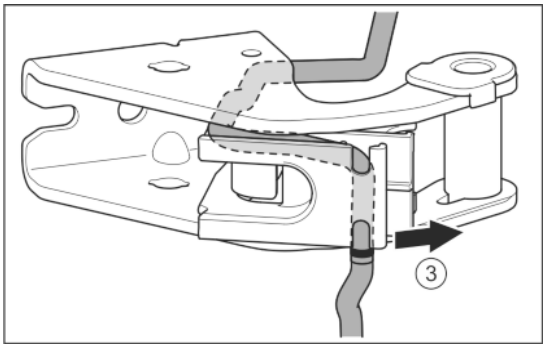

Fig. 28
- ▶ Kabel aus der Führung lösen. *Fig. 28 (3)*